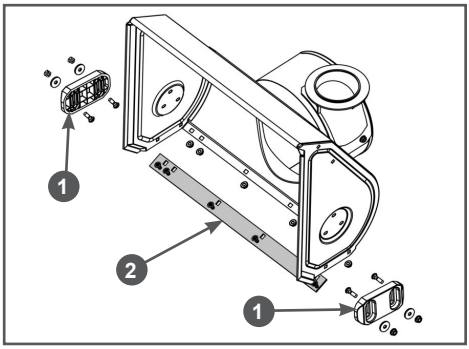

Рис. 36 Обслуживание кожуха шнеков
1. Открутите гайки крепления полозков 1 (Рис. 36) и снимите полозки с кожуха шнеков.
2. Установите новые полозки и закрепите их четырьмя болтами и гайками (Рис. 36). Перед окончательной затяжкой гаек отрегулируйте высоту забора снега.
Для наглядности на Рис. 36 кожух шнеков показан без шнеков, редуктора и валов.
1. Открутите гайки крепления и снимите нижнюю накладку 2 с кожуха шнеков (Рис. 36).
2. Установите новую нижнюю накладку и закрепите ее болтами и гайками (Рис. 36).